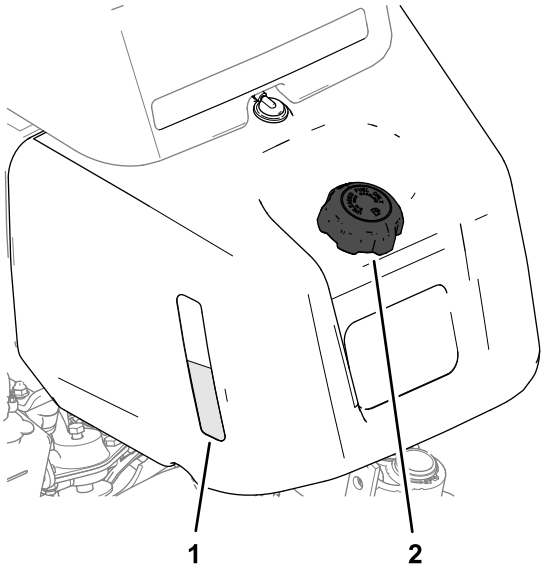
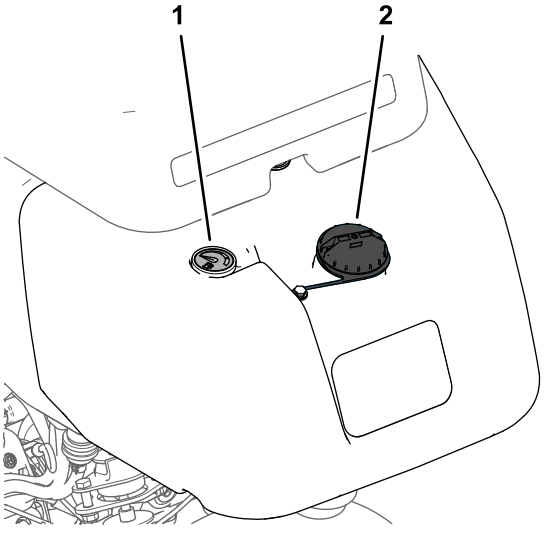

Figuur 21
Figuur 22
1. Reinig de omgeving van de tankdop en verwijder deze (Figuur 21 of Figuur 22).